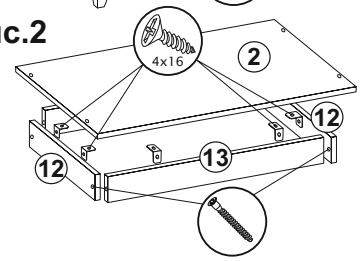

Рис.3
2.1 К боковинам (1) прикрутить направляющие шурупами 3,5х16 (рис.3).
2.2 Эксцентриками соединить боковины (1) с планкой (4), затем монтировать крыши (2), используя еврошурупы (рис.3).
2.3 С помощью эксцентриков D-20 скрепить стяжки (3) с боковинами (1) (рис.3).
2.4 Замерить диагонали секции (они должны быть равны: +/- 2 мм). Прибить гвоздями 2х20 заднюю стенку, состоящую из ХДФ (8,9), соединительной планки и соединителей ДВП/ХДФ. ХДФ (9) к планке (4) прибить гвоздями 1,6х16 (рис.3).